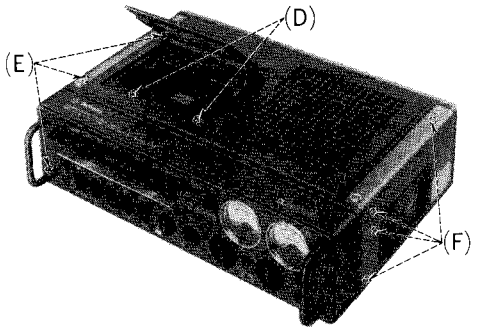

Fig. 4
(5) Digital electronic counter
a. Number of figure:	4 (decimal system)